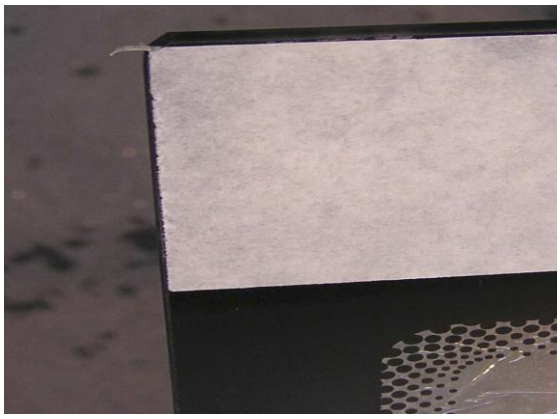

Rys.2 Docięcie taśmy za pomocą noża tapicerskiego.
- Jeżeli powierzchnia taśmy będzie wystawać poza szybę należy ją dociąć (Rys.2);